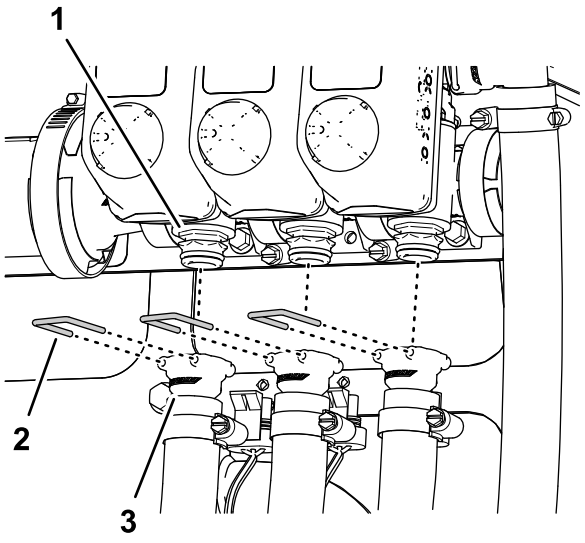

Figur 37
6. Afmonter de holdere, der fastgør lynkoblingerne på venstre, midterste og højre forsyningsslanger, fra sprøjtesektionsventilernes lynkoblinger (Figur 37).
7. Afmonter venstre, midterste og højre sektions-forsyningsslanger fra sprøjtesektionsventilernes lynkoblinger, og fjern slangerne fra maskinen (Figur 37).